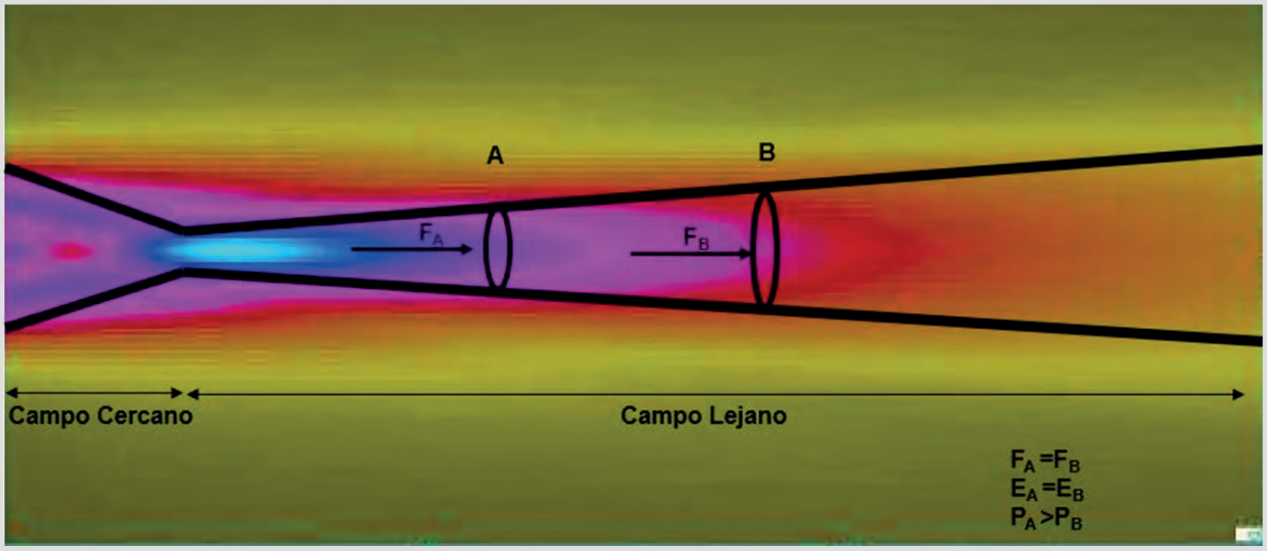

Figura 1. Haz ultrasónico y su divergencia
La intensidad del ultrasonido a lo largo del haz se ve afectada por interferencias de ondas constructivas y destructivas. Estas interferencias de onda conducen a amplias fluctuaciones en la intensidad del sonido cerca de la fuente, lo que se denomina "campo cercano". Las ondas de presión se combinan para formar un frente relativamente uniforme al final del campo cercano. El área más allá del campo cercano donde el haz ultrasónico es más uniforme se denomina "campo lejano". En el campo lejano, el haz se propaga en un patrón que se origina en el centro del transductor. La transición entre el campo cercano y el campo lejano se produce a una distancia N y, en ocasiones, se denomina "foco natural" de un transductor plano. La distancia de campo cercano/lejano, N, es significativa porque las variaciones de amplitud que caracterizan el campo cercano cambian a una amplitud que declina, suavemente, en este punto. El área justo más allá del campo cercano es donde la onda de sonido se comporta bien y alcanza su máxima intensidad. Por lo tanto, se obtendrán resultados de detección óptimos cuando las discontinuidades a detectar se encuentren en esta área (Figura 1).
Para una sonda plana y circular que actúa como emisor y también receptor del ultrasonido, el haz generado tendrá una dispersión geométrica dependiendo de la longitud de onda, el tamaño del elemento y la velocidad del sonido en el medio de propagación. Como se ha indicado previamente, cada punto en el oscilador actuará como una fuente puntual causando interferencia constructiva y destructiva. La presión acústica, "P" a lo largo de la trayectoria de propagación de la onda en el campo lejano disminuirá, incluso si no se produce pérdida de energía. Este fenómeno puede explicarse seleccionando dos puntos A y B a lo largo de la trayectoria del haz como se muestra en la Figura 1. "Haz ultrasónico y su divergencia". De acuerdo con la ley de conservación de la energía, la energía en el punto A (EA) debe ser igual a la energía en el punto B (EB). Eso significa que la fuerza que actúa sobre los planos de sección transversal PA y PB son iguales. Sin embargo, debido a la dispersión del haz, el área de las dos secciones transversales de los planos no es